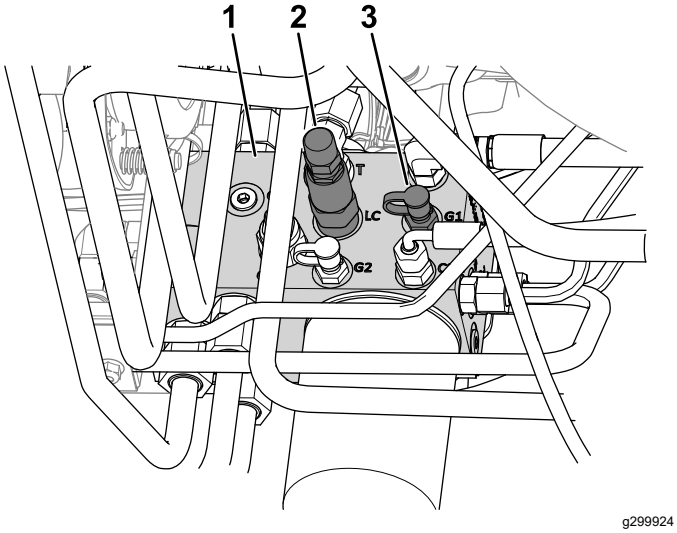

Рисунок 21
4. Подсоедините манометр к контрольному отверстию (с маркировкой G1; см. Рисунок 21).
2. Золотник переноса массы (LC)
5. В боковой части гидравлического коллектора подъема снимите крышку с контрольного отверстия (с маркировкой G1; см. Рисунок 21).
6. Ослабьте контргайку на конце золотника переноса массы (с маркировкой LC; см. Рисунок 21).